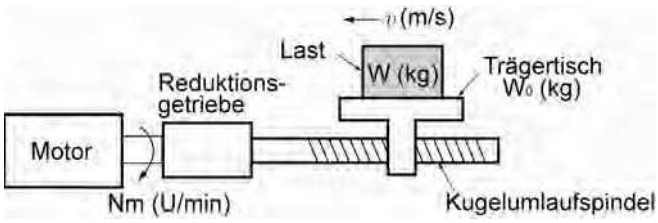

Abbildung 7.7 Horizontalbewegung einer Last
Es wird ein vereinfachtes mechanisches Konfigurationsmodell angenommen, das in Abbildung 7.7 dargestellt ist. Ist die Masse des Trägertischs W_0 (kg), die Last W kg und der Reibungskoeffizient der Kugelumlaufspindel μ, dann wird die Reibungskraft F (N), die gleich der für den Antrieb der Last erforderlichen Kraft ist, wie folgt ausgedrückt:
Wir nehmen einen von einem Motor angetriebenen Trägertisch an (siehe Abbildung 7.7). Ist die Geschwindigkeit des Tischs υ (m/s) und die Motordrehzahl N_M (U/min), dann ist die äquivalente Entfernung zur Rotationsachse gleich $60 \cdot \upsilon / (2\pi \cdot N_M)$ m. Das Trägheitsmoment von Tisch und Last bezüglich der Rotationsachse berechnet sich wie folgt: